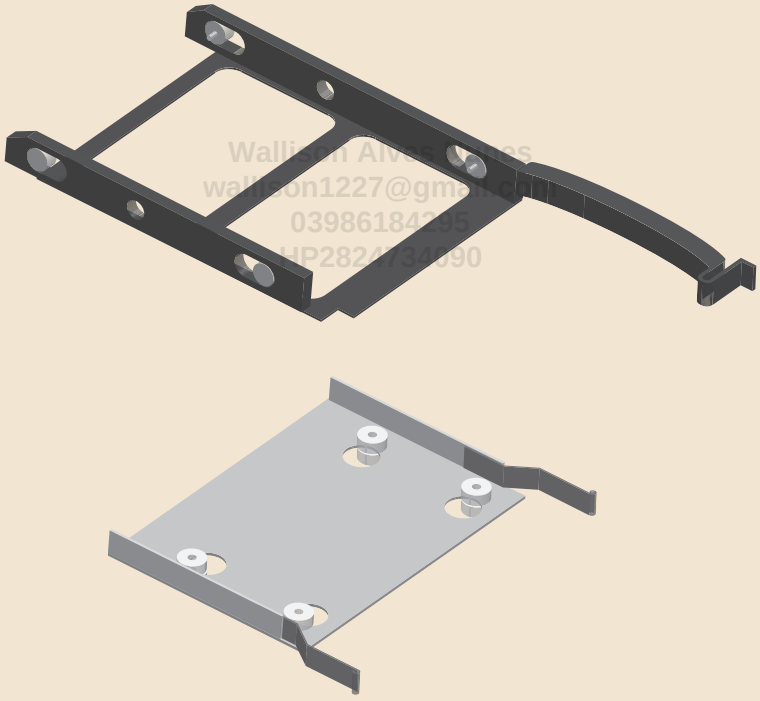

Figura 21.10: Gavetas para a instalação de discos rígidos.
Muitos gabinetes usam pequenas gavetas para a instalação do disco rígido. Na Figura 21.10, mostramos os modelos mais comuns. Em alguns tipos de gaveta, não há a necessidade de se usar parafusos, pois ela possui pinos que são presos aos orifícios para parafusos existentes no disco. Este é o caso da gaveta superior na Figura 21.10. Já outros tipos necessitam que você use parafusos para a fixação do disco rígido. Este é o caso da gaveta inferior na Figura 21.10, na qual os parafusos precisam ser inseridos por baixo. Nesse caso, os parafusos a serem usados são especiais, mais longos do que o normal, pois essa gaveta em particular possui anéis de silicone em seus furos de instalação.
- Gaveta de 3,5 polegadas com furos para a instalação de unidades de 2,5 polegadas. Ver gaveta inferior da Figura 21.10.